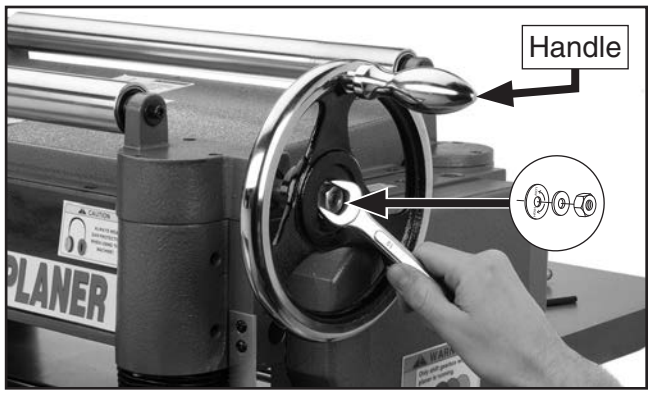

Figure 14. Installing handwheel on shaft.
5. Thread handle into rim of handwheel and tighten with wrench (see **Figure 14**).
6. Line up notch in handwheel bore with key, slide handwheel onto shaft, then slide handwheel direction label onto shaft, and secure with M12-1.75 hex nut and 12mm flat washer (see **Figure 14**).